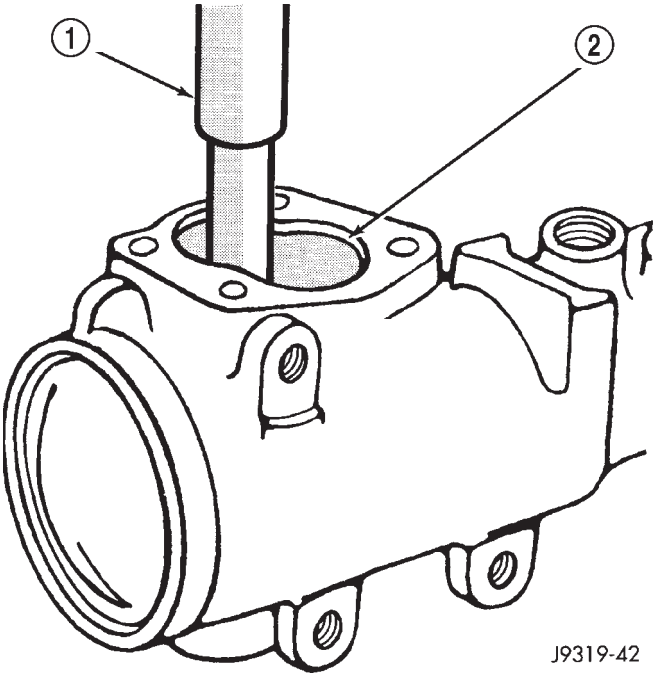

Fig. 18 Needle Bearing Removal
(9) Remove washer from the housing.
(10) Remove oil seal from the housing with a seal pick.
(11) Remove pitman shaft bearing from housing with a bearing driver and handle (Fig. 18).